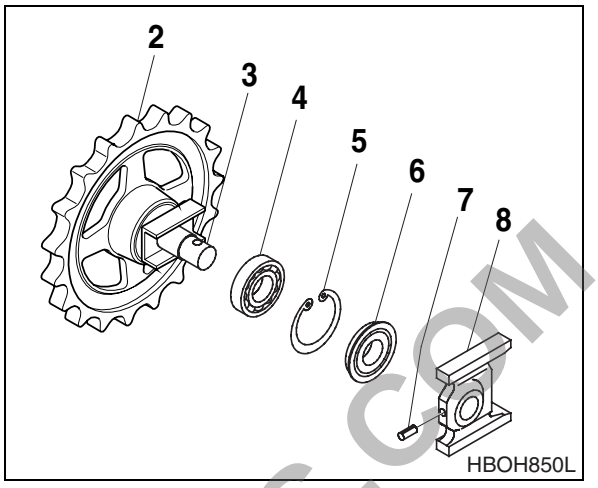

Figure 20
2. Remove spring pin (7, Figure 20) from guide (8).
3. Remove guide (8, Figure 20) from shaft (3).
4. Remove oil seal (6, Figure 20) using a screw driver.
5. Remove snap ring (5, Figure 20), bearing (4), and shaft (3).
2. Insert shaft (3, Figure 20) into idler gear (2).
3. Assemble bearing (4, Figure 20) onto shaft (3) and install snap ring (5)
4. Install new grease seal (6, Figure 20).
5. Install Shaft guide (8, Figure 20) and spring pin (7).